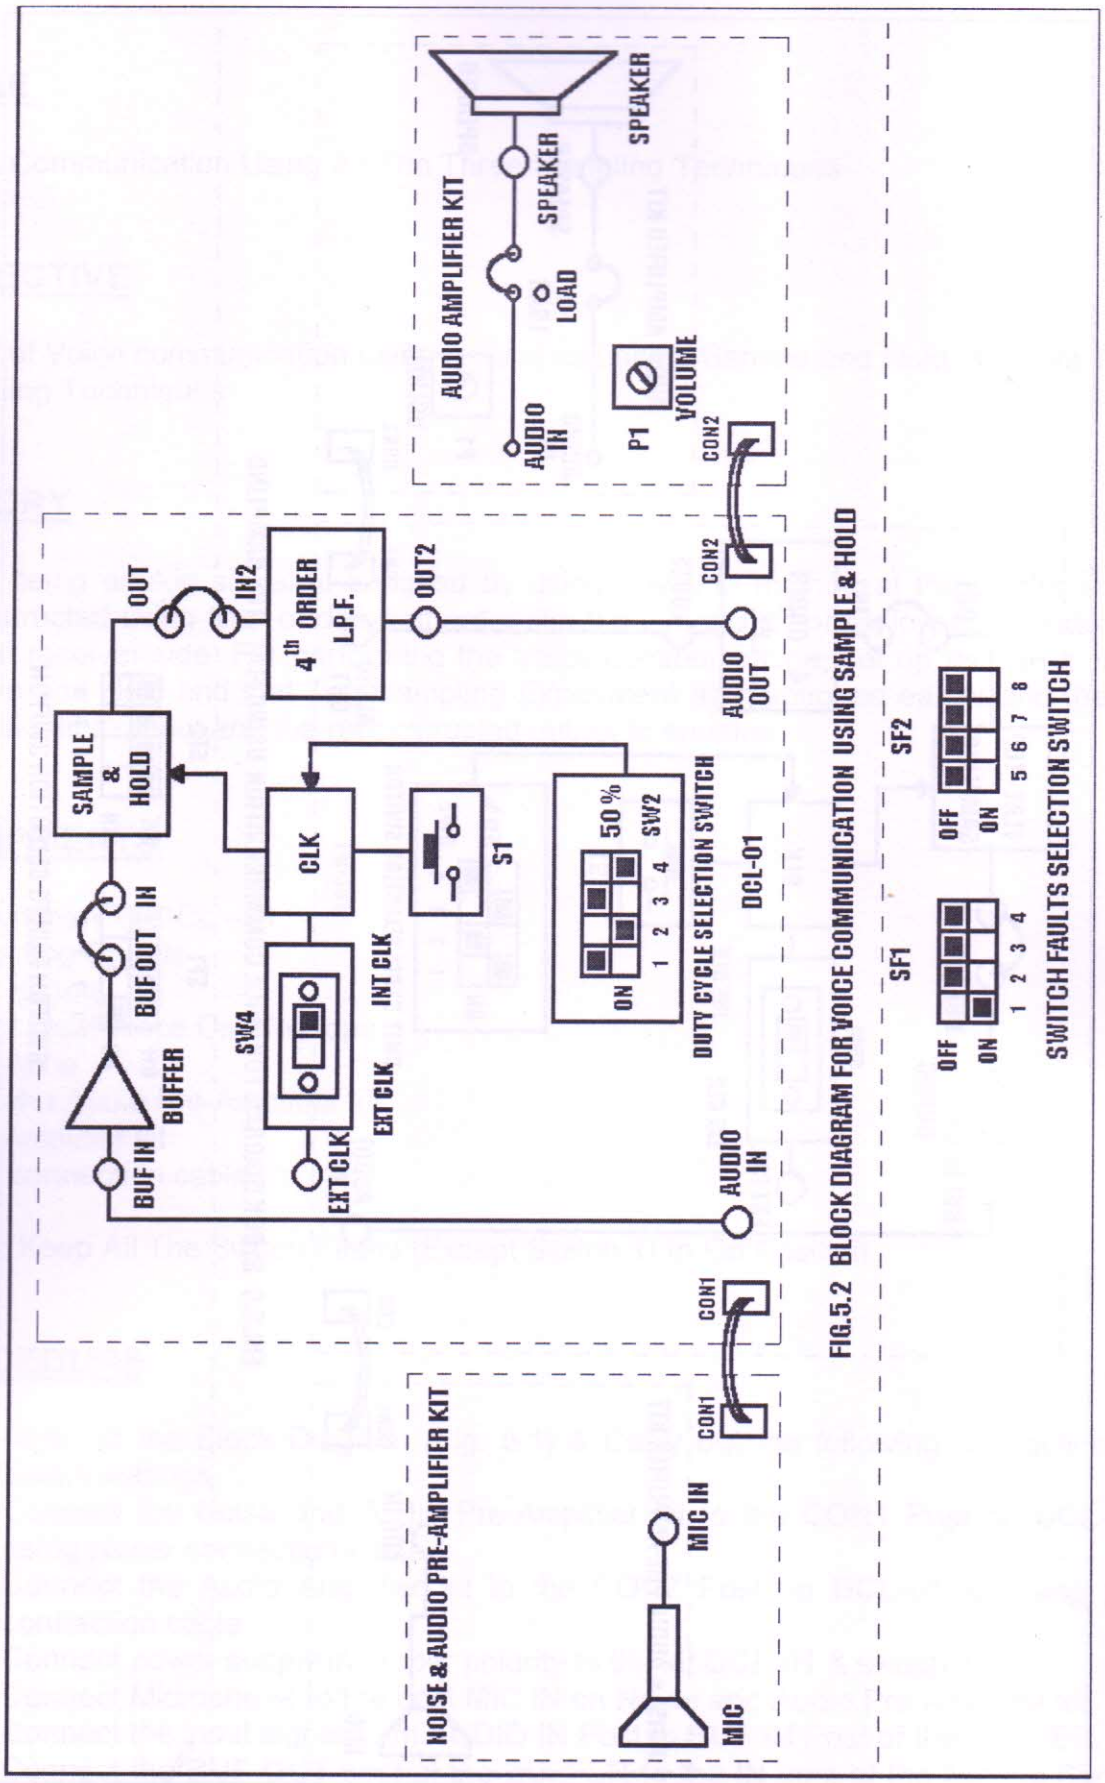

FIG.5.2 BLOCK DIAGRAM FOR VOICE COMMUNICATION USING SAMPLE & HOLD
15. Repeat voice link through Sample and Hold (Fig. 5.2) & Flat Top sampling (Fig. 5.3) techniques by referring the experimental procedure of the same.